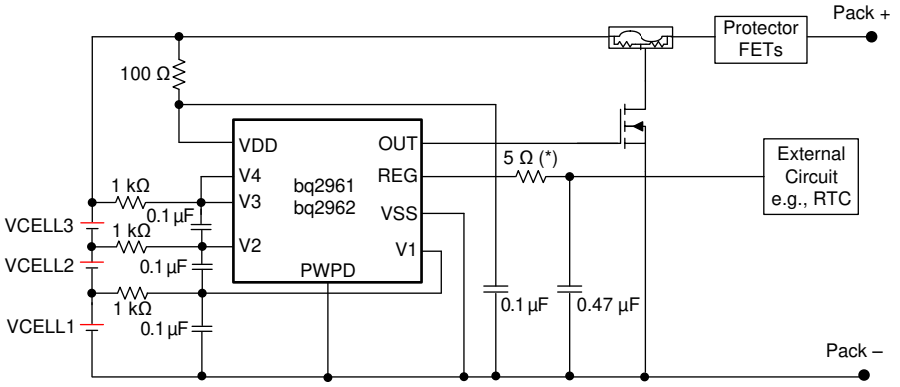
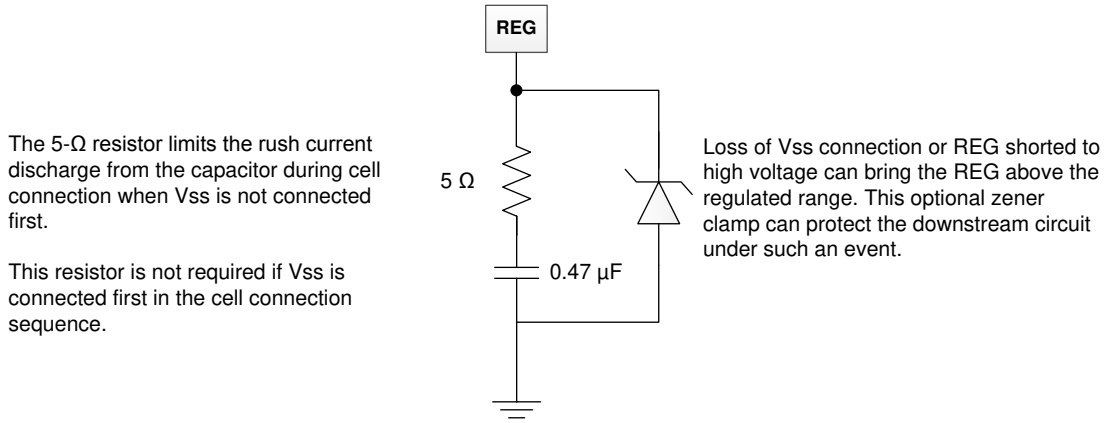

Figure 9-2. 3-Series BQ2961 and BQ2962 Schematic
Figure 9-3. 5-V Zener Diode
1. If the VSS pin cannot be connected first, it is required to add a resistor of a minimum of 5 Ω to a maximum of 10 Ω (a 5-Ω resistor is used in the reference schematic, Figure 9-2) in series with the REG capacitor. When VSS is floating, the REG capacitor always charges up to the VDD voltage. When VSS is finally connected, the REG capacitor will be discharged. Adding a small resistor in series reduces the current strength and avoids any potential damage to the REG pin. The 5-Ω resistor can be placed in series with the REG connect circuit (as shown in Figure 9-2) or in series of the REG capacitor (as shown in Figure 9-3). Placing the resistor in series with the REG circuit results in a small drop of V_{REG} (for example: max loading of I_{REG} mA with a 5-Ω resistor will drop 5 mV on V_{REG}), but such a connection can protect again rush current discharge from a REG capacitor or an external filter capacitor connected to the REG pin. Placing the resistor in series with the REG capacitor is an alternative to avoiding an additional drop in V_{REG} if the filter capacitor used by the external circuit is much smaller than the REG capacitor.
3. The cell should be connected to the lower V_n pin; the unused V_n pin should be shorted to the (V_{n-1}) pin. See Figure 9-2 for details.
4. A Zener diode can be added to the REG pin to VSS, as shown in Figure 9-3. This is recommended to protect the circuit connected to the REG pin if floating VSS in the field is a risk concern. When VSS is floating (during cell connection when VSS is not connected first or in a system fault with a broken BAT– wire), the REG voltage always pulls up to VDD. In a 4-series configuration, the REG voltage can reach approximately 16 V with VSS floating. Adding a Zener diode clamps the REG voltage to a safe level for the external circuits connected to the REG pin. Having the Zener diode can also protect the external circuits if the REG pin is shorted to the OUT pin or any other high-voltage output terminal. If a Zener diode is used, TI recommends putting the diode on the battery side with the BQ296xxx device to allow protection on the REG pin, as well as the circuit connected to REG under the floating VSS condition. The resistor in series with the REG pin is not required in this case.